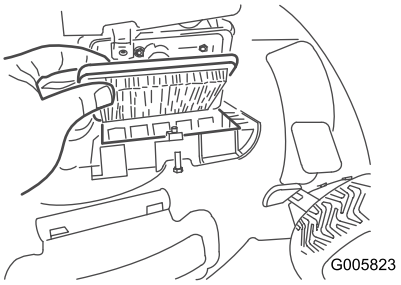

Figur 33
2. Skift ut luftfilteret (Figur 33).